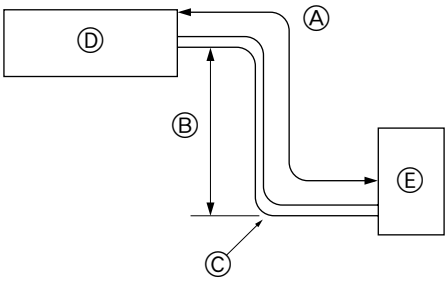

Fig. 2-1
2.1. Soğutucu boruları (Fig. 2-1)